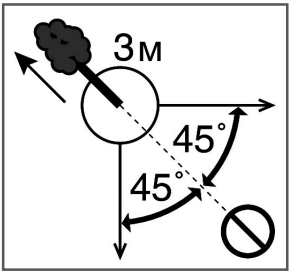

Рис. 14 Расчет пути отхода при валке дерева
3. Когда дерево начнет падать, путь отхода должен быть направлен по диагонали в сторону, противоположную направлению падения, под углом 45 градусов. Вы должны отойти минимум на 3 метра от ствола, на тот случай, если во время падения комель дерева отскочит в сторону (Рис. 14).